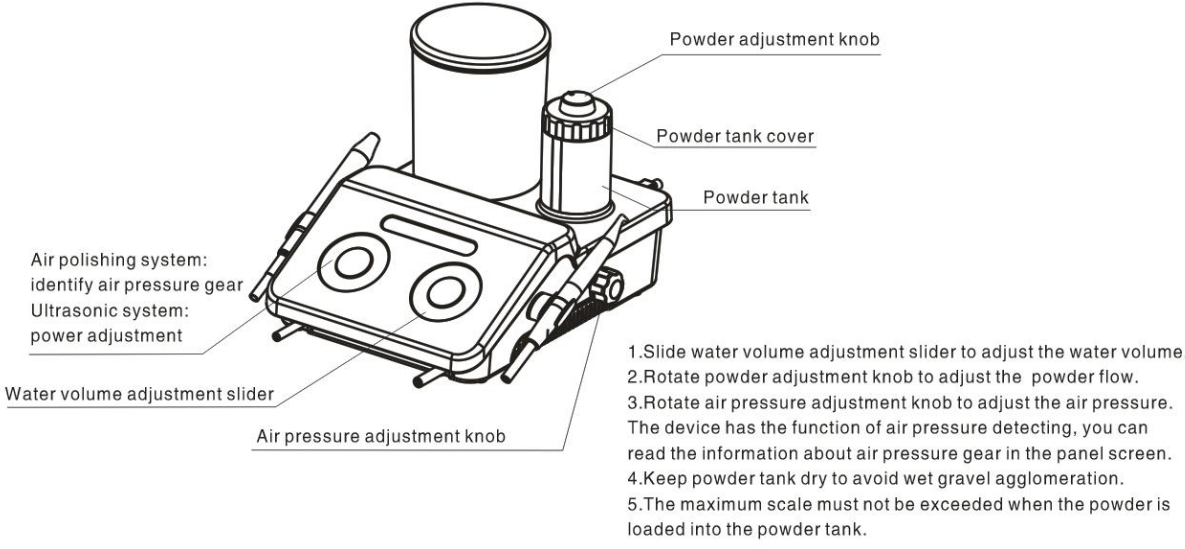
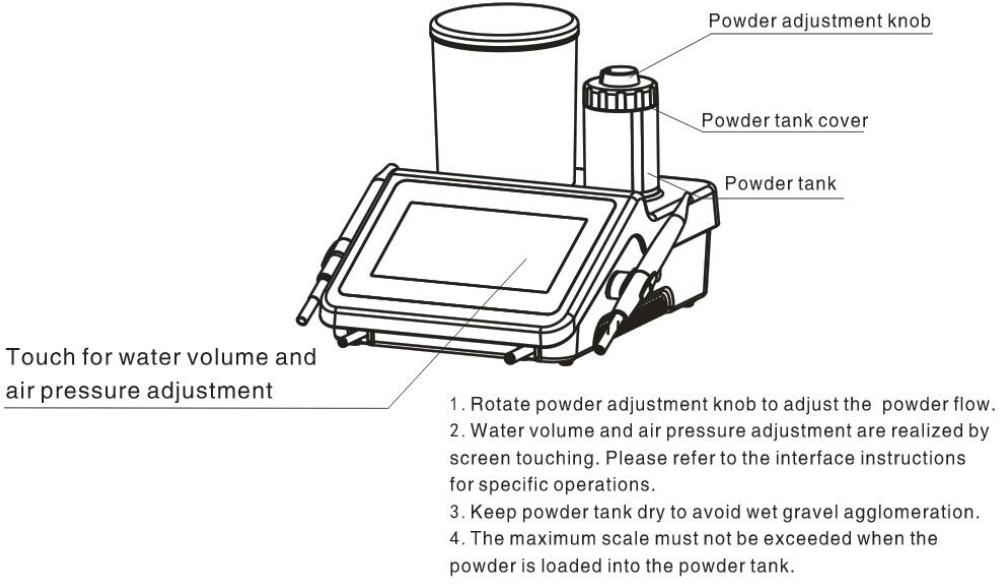

Figure 15
Figure 16
2) Insert the external air pipe (black) connector into the air intake connector on the back of the main unit: press the snap ring first and then insert the air inlet connector as shown in Figure 14. Insert the powder chamber into the position of powder chamber above the main unit (Figure 15, Figure 16).
3) Fill a proper amount of water into the transparent water bottle, and insert the water bottle into the sink seat above the main unit (Figure 15, Figure 16).
3) If the device is DQ-40, adjust the air pressure knob by sliding the water flow rate adjustment slider (see Figure 15 for details). If the device is DQ-80, adjust the water flow rate by clicking the "+" or "-" button of water flow rate on the touch panel, adjust the air pressure by clicking the "+" or "-" button of